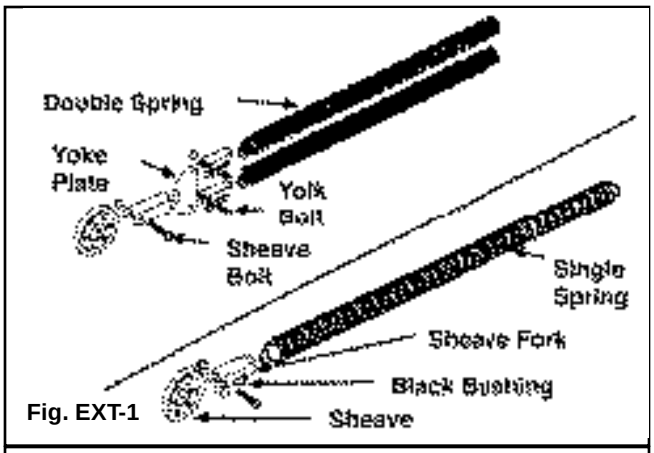

Fig. EXT-1
**Step 1:** Some doors will be supplied with two springs and some will have four. Assemble springs with sheaves on the floor. It is easier to attach the spring to the eye bolt and then attach sheave assembly. A $^3/_8$" x $1^1/_4$" bolt and nut are used to attach the sheave. (FIG. EXT-1)